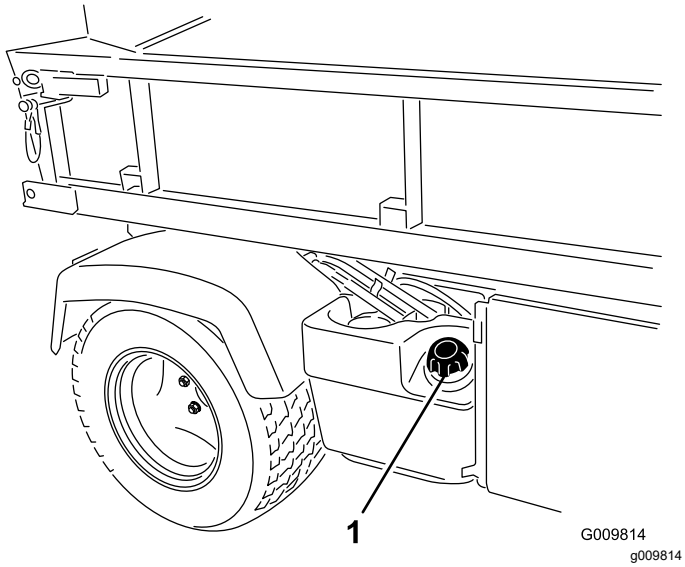

Figur 17
2. Ta bort tanklocket (Figur 17).